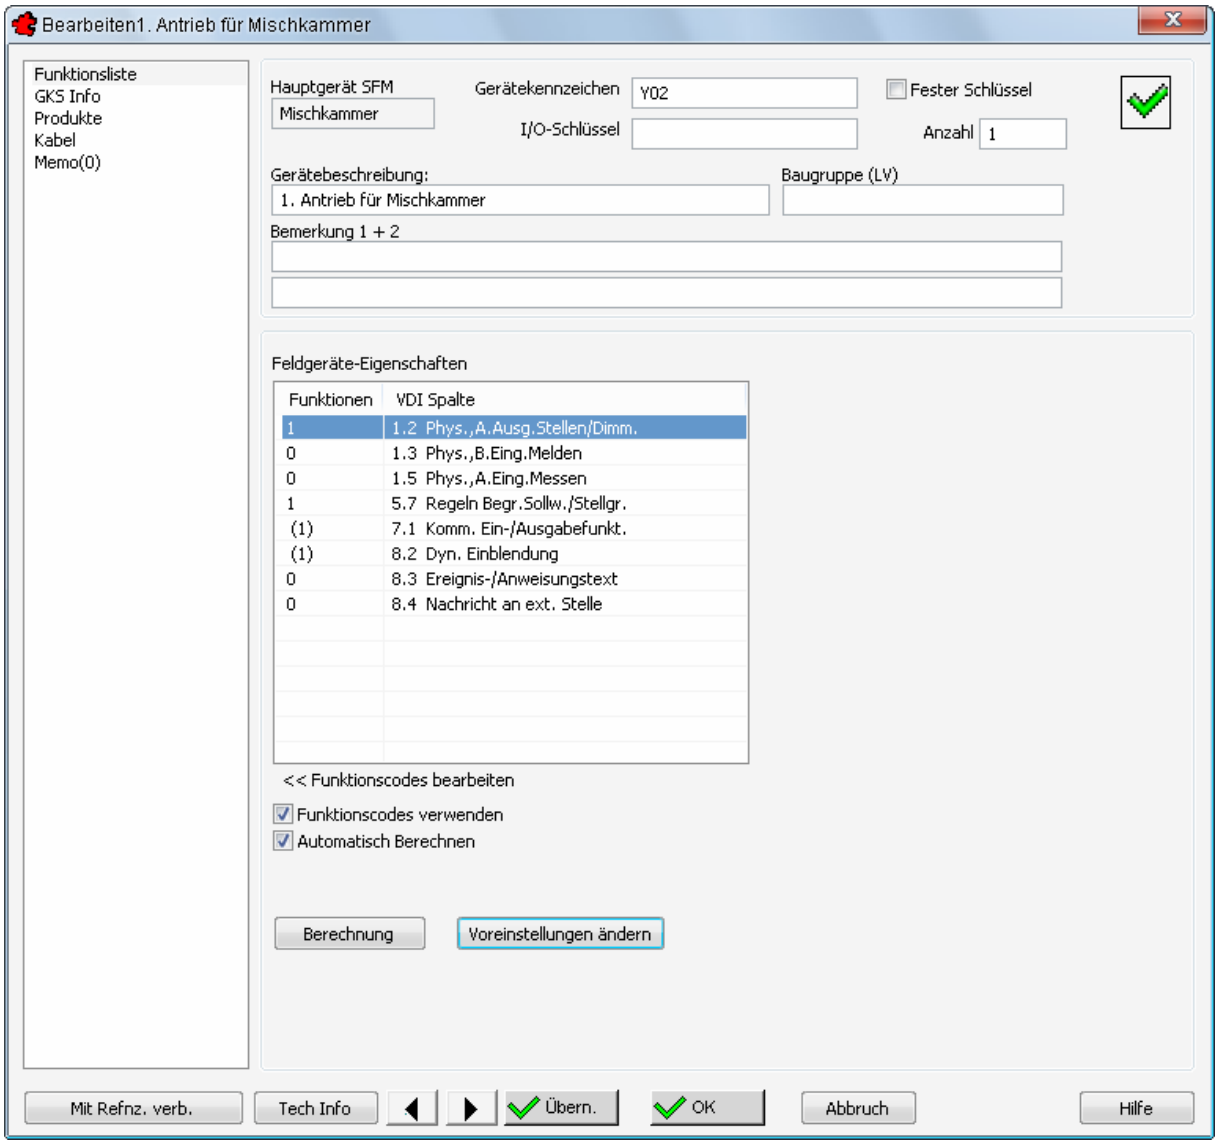

Bild 4.19 – Funktionscode editieren
- Funktionscode editieren - Inhalte der Benutzerschlüssel sind sichtbar und editierbar (Abb. 4.19).